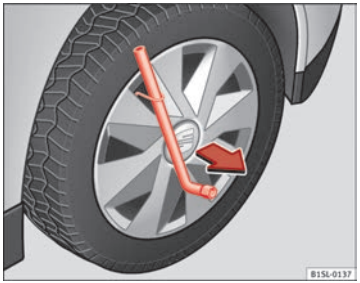

Fig. 134 Removing the full hubcap.
- Insert the wheel brace onto the wire hook ⇒ fig. 134 and pull the hub cap in the direction shown by the arrow.